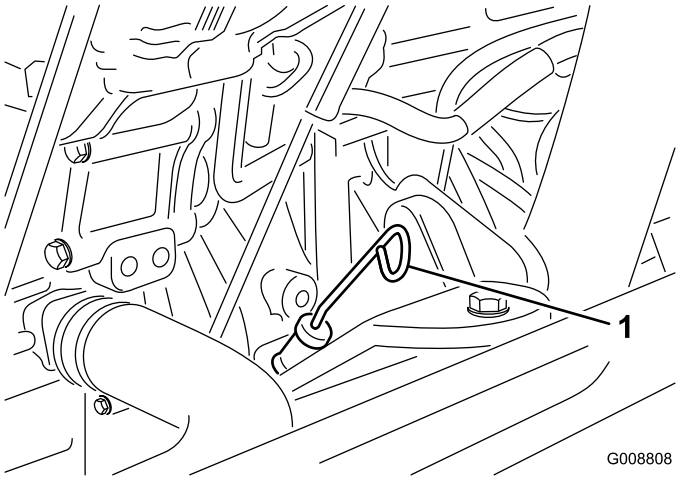

Figura 8
3. Retire a vareta, limpe-a, coloque-a no tubo e volte a retirá-la em seguida. O nível de óleo deve atingir a marca FULL (Cheio) (Figura 8).